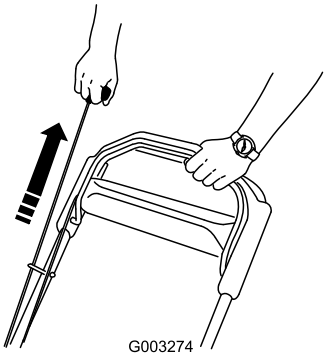

Bild 14
2. Ziehen Sie den Rücklaufstarter (Bild 14).